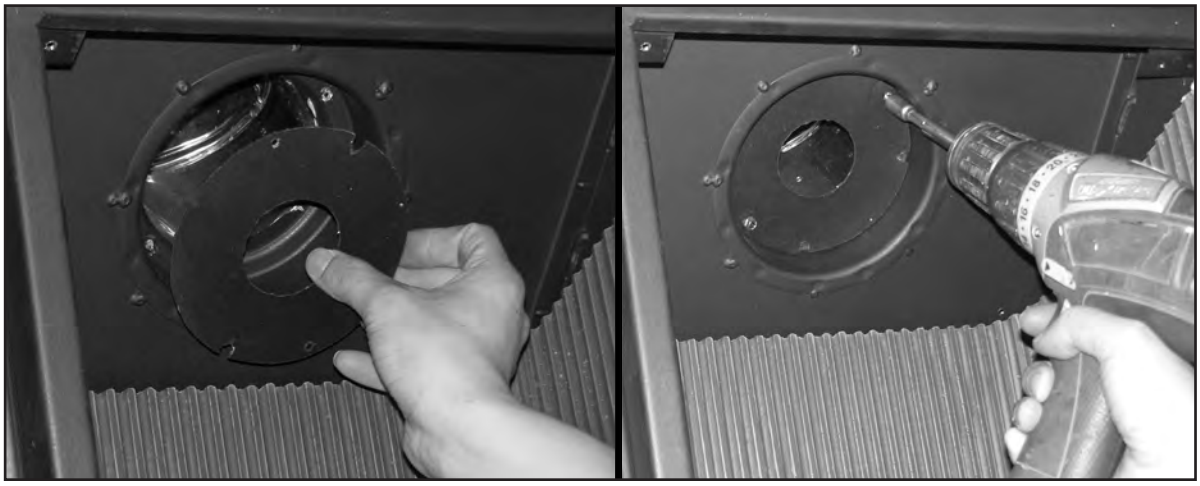

Figure 30: Flue Restrictor Installation.
3. Remove two (2) ¼" hex head screws for the restrictor, place restrictor in the flue collar (see Figure 30) and fasten in place with the two (2) ¼" hex head screws.